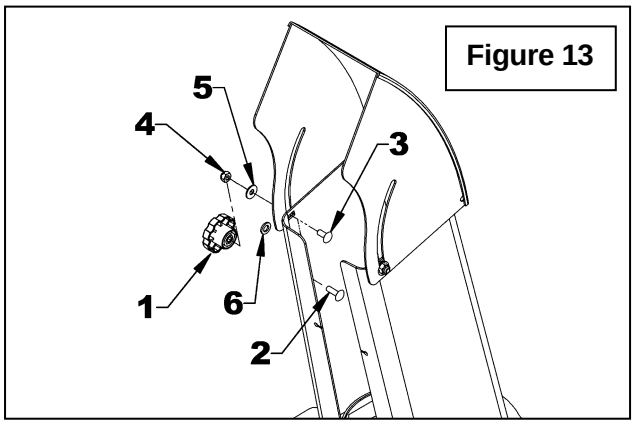

Figure 13
(Figures 13 to 18)
2. **Figure 13:** Remove the two manual adjustment knobs (item 1) and bolts (item 2) from each side of deflector and replace with two 5/16” NC x 3/4” carriage bolts (item 3), using original nylon washers (item 5-6) and two 5/16" NC nylon insert locknuts (item 4). Place one nylon washer outside the deflector and one (item 6) between the deflector and the chute base. Do not tighten completely to allow deflector movement by hand.